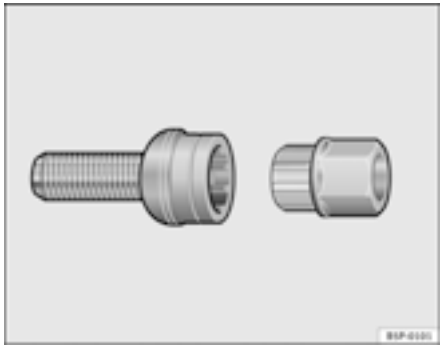

Fig. 156 Anti-theft wheel bolt ▶
– Insert the adapter onto the wheel bolt and push it on as far as it will go ⇒ page 227, fig. 156.